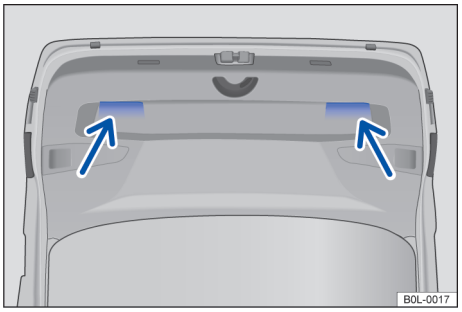

图 47 已打开的尾门：用于关闭尾门的嵌入式拉手
– 抓住尾门内饰板上的嵌入式拉手 →图 47，稍用力下拉尾门，直至其卡入尾门锁 →⚠。 ▶